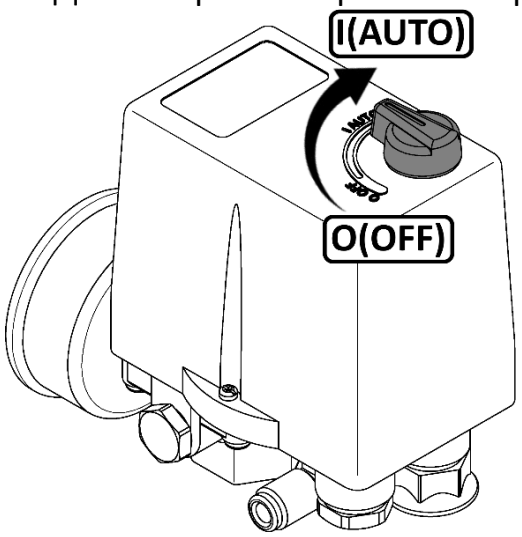

Рисунок 3
- Проверьте, чтобы выключатель на прессостате находился в выключенном положении "OFF" (см. рисунок 3).
1 Выключить компрессор выключателем на прессостате. Для этого необходимо переключить выключатель в положение "OFF" (см. рисунок 3). После этого остановится электродвигатель и произойдет сброс давления из нагнетательного воздухопровода и поршневого блока.
Для пуска компрессора после срабатывания защиты выполните следующие действия: после того, как двигатель остынет до допустимой температуры, переключите выключатель на прессостате в положение "OFF" (см. рисунок 3), а затем включите компрессор, переключив выключатель в положение "AUTO".